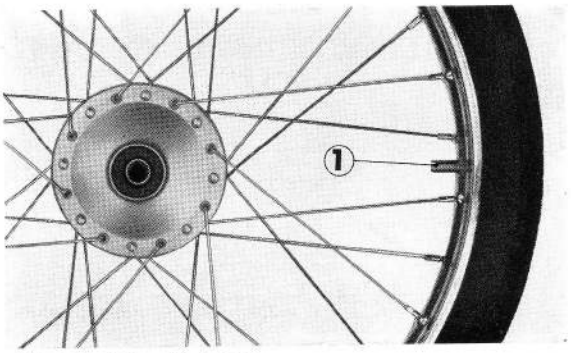

**Figure 4-7 : ① valve**
b) **La valve doit être dirigée exactement vers le moyeu, sinon il y aurait une fuite d'air à la base de la valve (figure 4-7).**